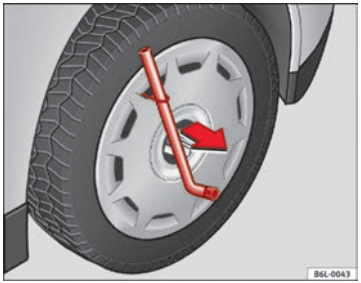

Fig. 138 Retirar embellecedor integral
– Retire el embellecedor integral de la rueda con el gancho de alambre ⇒fig. 138.